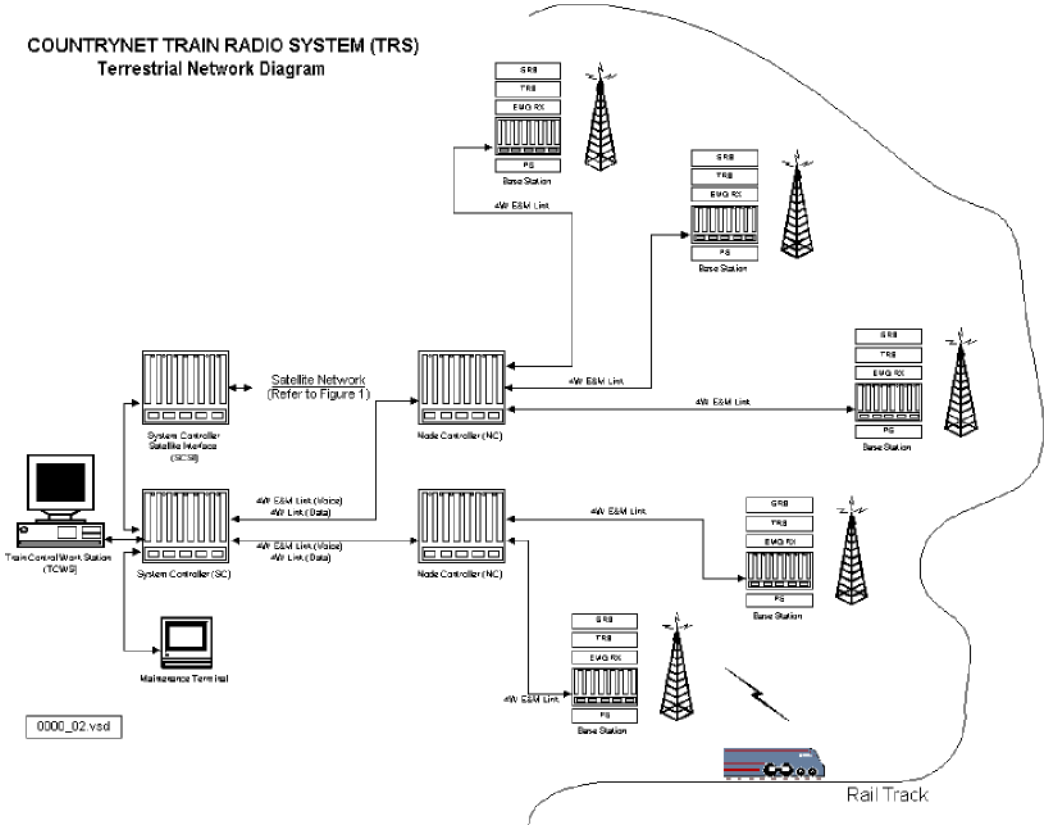

Figure 4: CountryNet Terrestrial Network Overview
The terrestrial infrastructure consists of base stations strategically positioned along the major rail routes, and linked via a network of nodes to a single control point, namely, the Train Controller Workstation (TCWS) and the System Controller (SC). The system has been designed to minimise the requirements for links between the base stations and the SC. Node Controllers (NC) are used to group a number of base stations, and route them via a single link to the SC. CountryNet makes use of a variety of links. These include: 4W E&M Voice Link circuits leased from various carriers, and Australian Rail Track Corporation (ARTC) owned bearers and radio links. The terrestrial system configuration is illustrated in Figure 4 below.